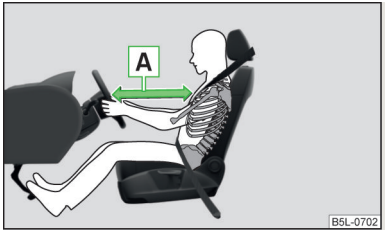

Fig. 9
- Es importante que el conductor y el acompañante mantengan una distancia mínima de 25 cm con respecto al volante o al tablero de instrumentos A » fig. 9. Si no respeta la distancia mínima, el sistema de airbag no podrá protegerle. ¡Peligro de muerte! Además, los asientos delanteros y los reposacabezas siempre deben estar correctamente ajustados a la estatura del ocupante.